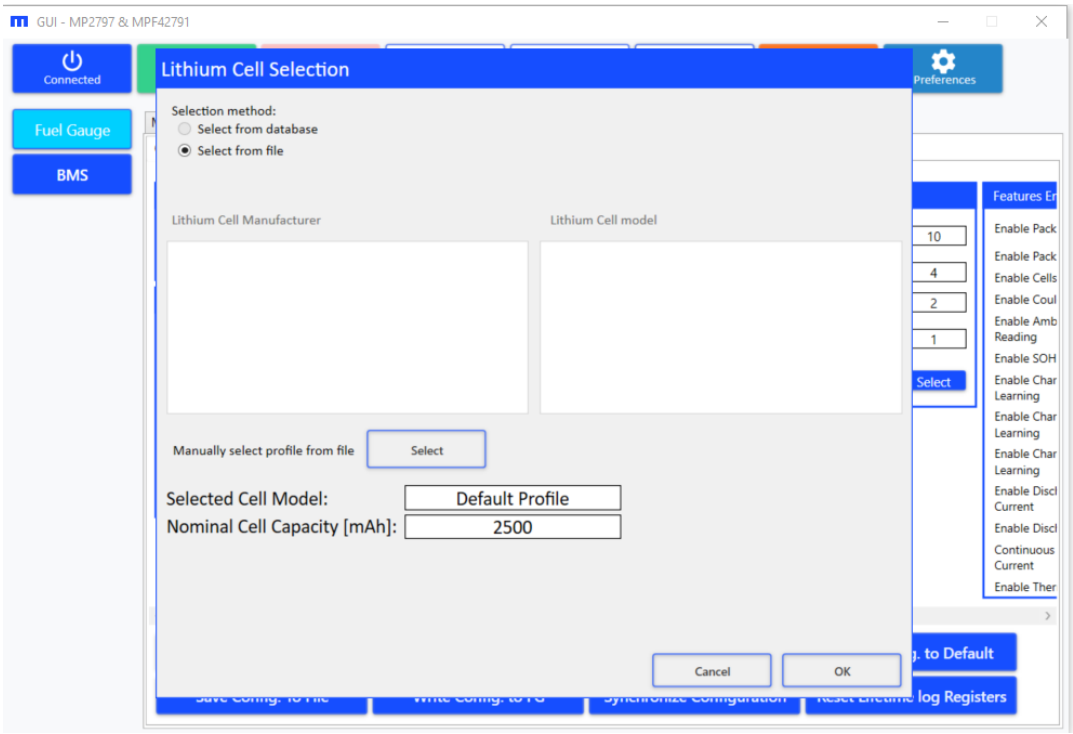

Figure 42: Lithium Cell Selection Window
a. The first “Select” button opens the wizard to select the cell profile (see Figure 42 on page 33).